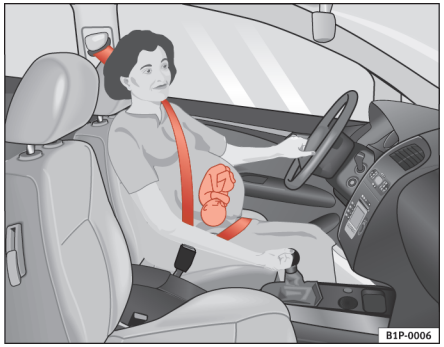

Fig. 14 Selens placering på gravide
– Tag fat i selens låsetap, og træk selen jævnt hen over brystet og så lavt hen over hofterne som muligt ⇒ fig. 14.